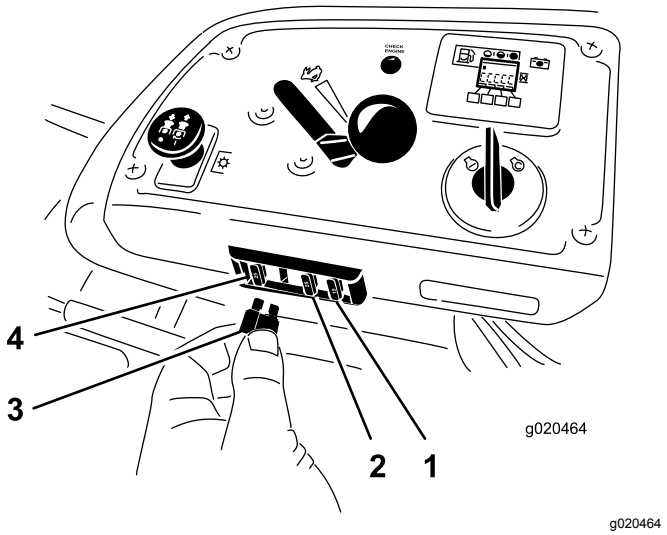

Figura 63
1. Los fusibles están situados en la consola, a la derecha del asiento (Figura 63).
3. Instale un fusible nuevo (Figura 63).